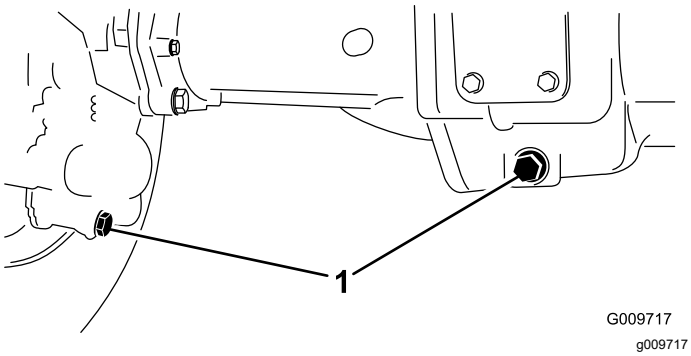

**Figur 107**
2. Rengjør områdene rundt de tre tappepluggene, én på hver ende og én i midten (Figur 107).